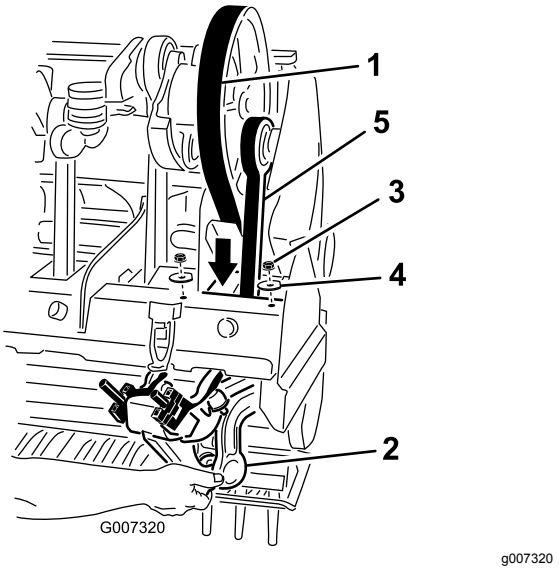

Figur 39
5. Løsn og fjern de 2 låsemøtrikker og spændeskiver, der fastgør Rotalink-enhedens dæmper til 1. stampearm (Figur 39).
7. Før drivremmen ned gennem kernehoved-rammen og omkring den nederste ende af 1. stampearm (Figur 39).